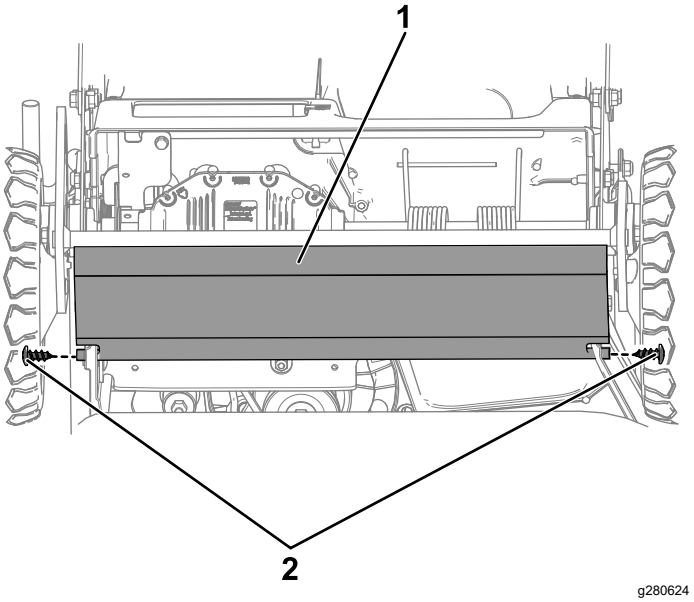

Figure 48
9. Déposez la tôle de protection en retirant les 2 boulons qui la maintiennent en place (Figure 48).